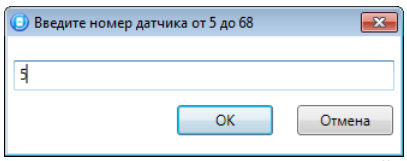

Рисунок 4.32 — Ввод номера радиоустройства
2. В открывшемся окне укажите номер радиоустройства из числа еще не занятых в нумерации ШС и радиоустройств (в указанном в заголовке окна диапазоне) и нажмите кнопку *ОК* (см. рисунок 4.32).